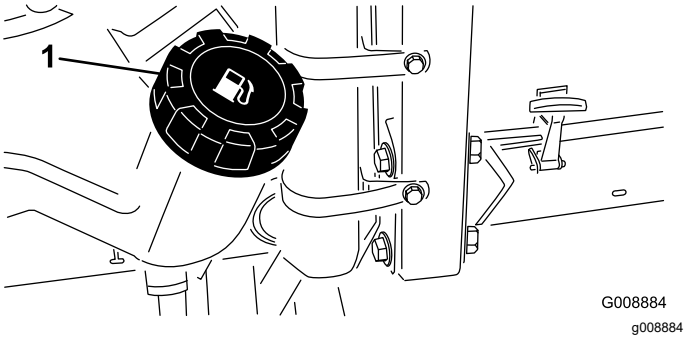

Figur 29
2. Rengjør området rundt drivstofftanklokket (Figur 29).